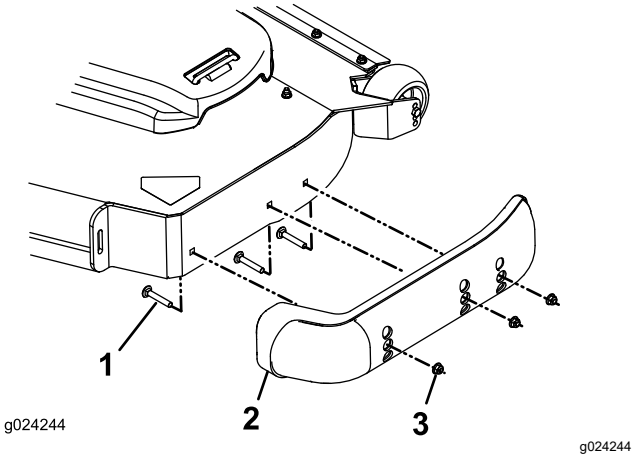

Figur 35
3. Ta bort vagnsbultarna och muttrarna från varje mede (Figur 35).